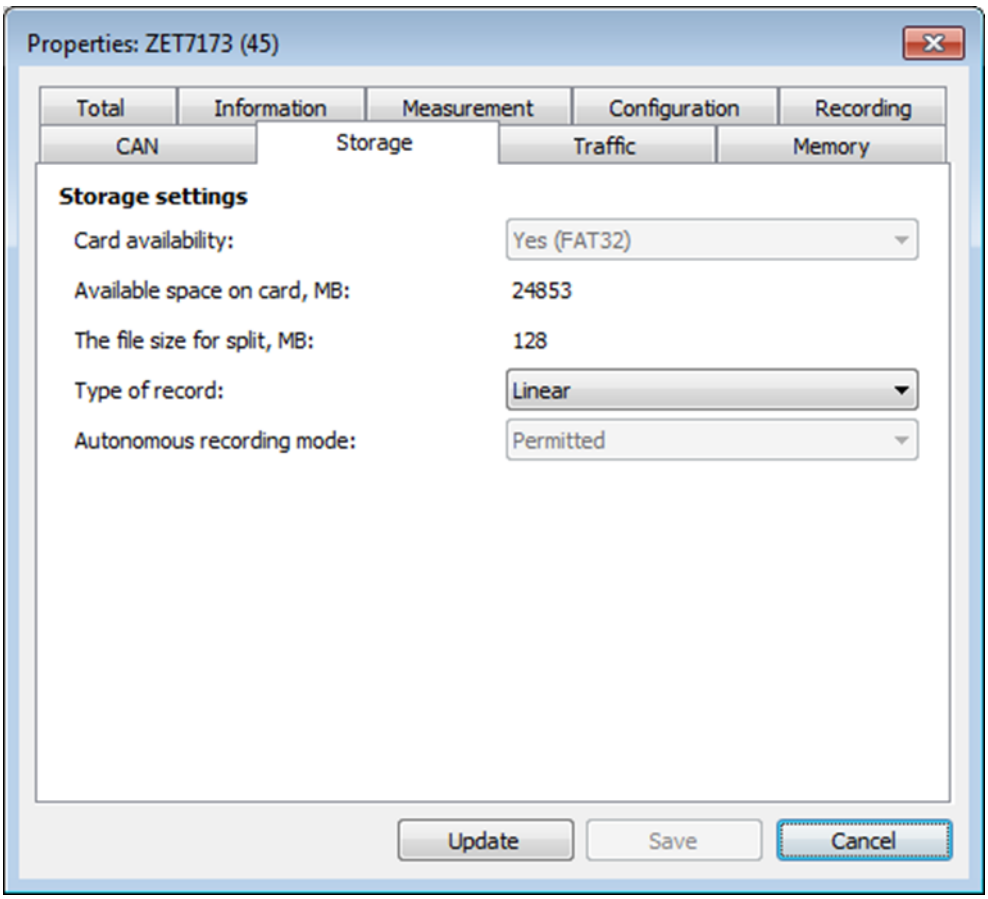

Figure 2.13 ZET 7173: “Storage” tab
- select “Linear” property in the field “Type of record” of “Storage” tab (*Figure 2.13*)